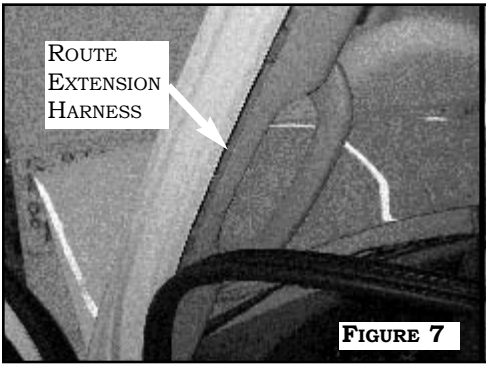

Figure 7
1. Route Extension Harness and Reverse Extension Harnesses from kick panel up to headliner staying inside weather seal. Secure with foam. **Figure 7**. Then route harness to back of vehicle using the factory wire channels and retaining clips where possible. **Figure 8**